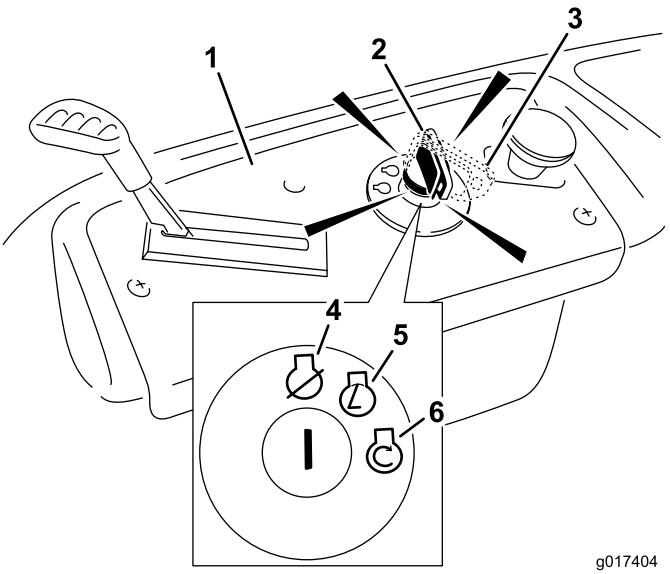

Figur 13
4. Start motoren ved å vri tenningsnøkkelen til Start. Slipp nøkkelen straks motoren starter (Figur 13).
3. Vri tenningsnøkkelen til Av (Figur 13) og ta ut nøkkelen.